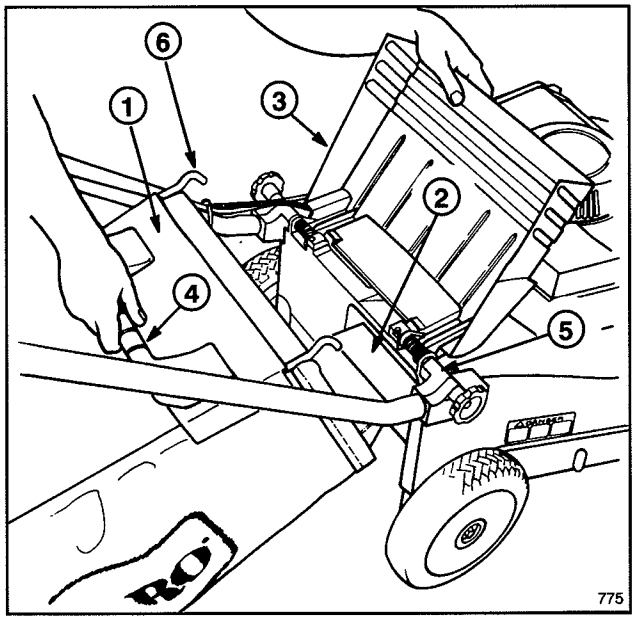

Afbeelding 4
1. Open kokerdeur, schuif de trechter aan de zak in de afvoeropening en haak zakframe aan het ronde gedeelte van de bevestigingsbeugels (Afb. 4).
Het carter vullen met SAE 30 olie totdat het oliepeil op de peilstok de markering VOL bereikt (Afb. 4). De maximum-capaciteit van het carter is 0.75 liter olie. U kunt elke detergente olie van goede kwaliteit gebruiken die van het American Petroleum Institute (API) de "service classification" SE, SF of SG heeft gekregen.